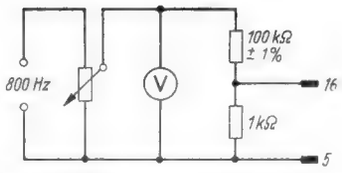

Bild 19. Spannungsteiler zur Herstellung kleiner Meßspannungen
5. Meßspannung in Schalterstellung „Nf" an die Buchsen 16...5 anlegen. Lautstärkeregler voll aufdrehen, Belastung 7000 Ω. Kleinste notwendige Eingangsspannung für größte unverzerrte Leistung feststellen. Falls die direkte Messung der kleinen Eingangsspannung nicht möglich ist, so ist nach Bild 19 ein Spannungsteiler 1 : 100 vorzuschalten und die hundertfach größere Spannung zu messen. Aus der Eingangsspannung